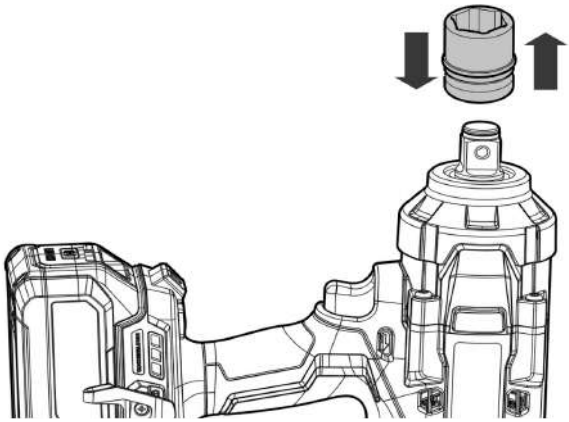

Рис. 5
2. Нажмите на головку до её полной установки и фиксации пружинным стопорным кольцом, как показано на Рис. 5.